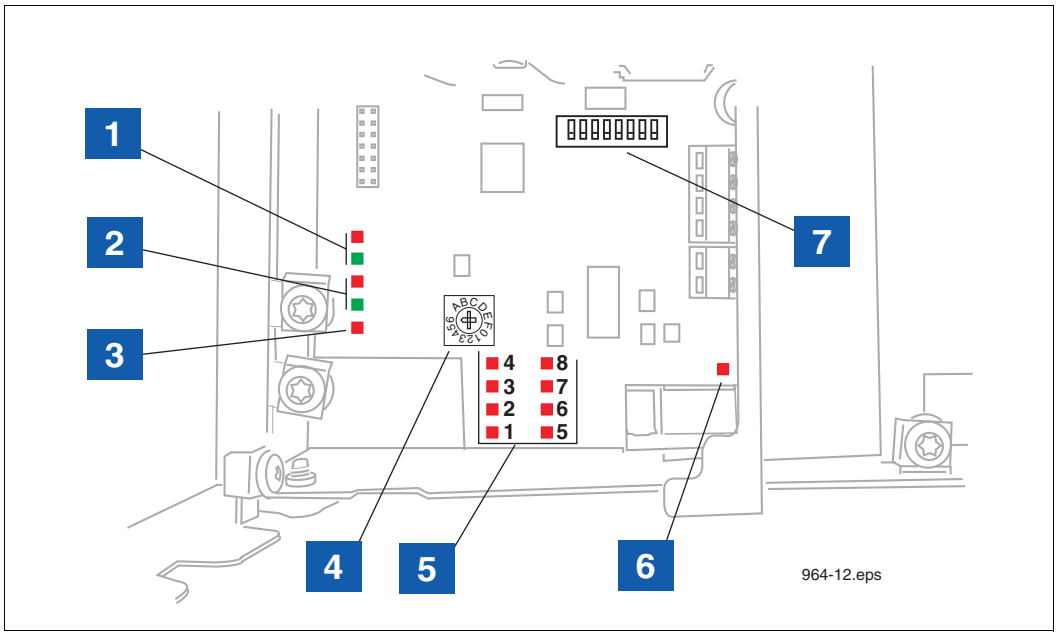

Figure 12. TLS RF diagnostic LEDs and switch locations
2. In this example, device output 1 is a CCVP transmitter - Observe polarity. Note: each time a transmission is received from this device, LED 1 (see item 5 in Figure 12) will flash.
3. In this example, device output 2 is a Flow Meter - Observe polarity. Note: each time a transmission is received from this device, LED 2 (see item 5 in Figure 12) will flash.
Figure 12 locates the diagnostic lights and setup switches in the TLS RF.
LEGEND FOR NUMBERED BOXES IN Figure 12